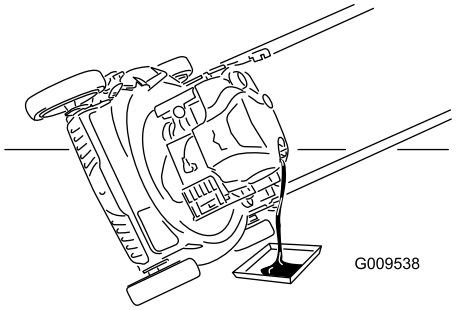

Figuur 20
7. Kantel de machine op zijn kant met de vulbuis omlaag om de gebruikte olie langs de vulbuis te laten uitlopen in een bak (Figuur 20).